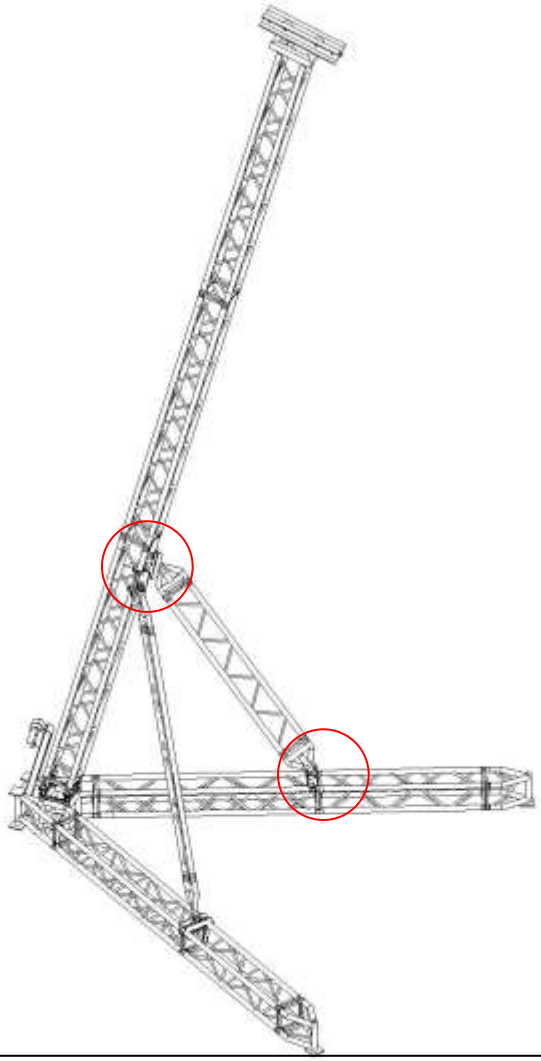
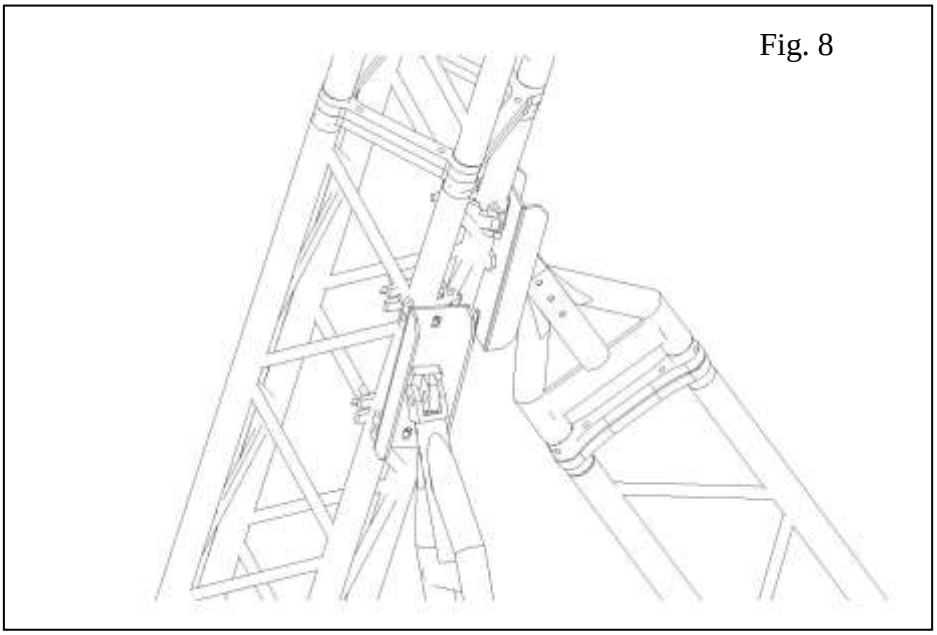
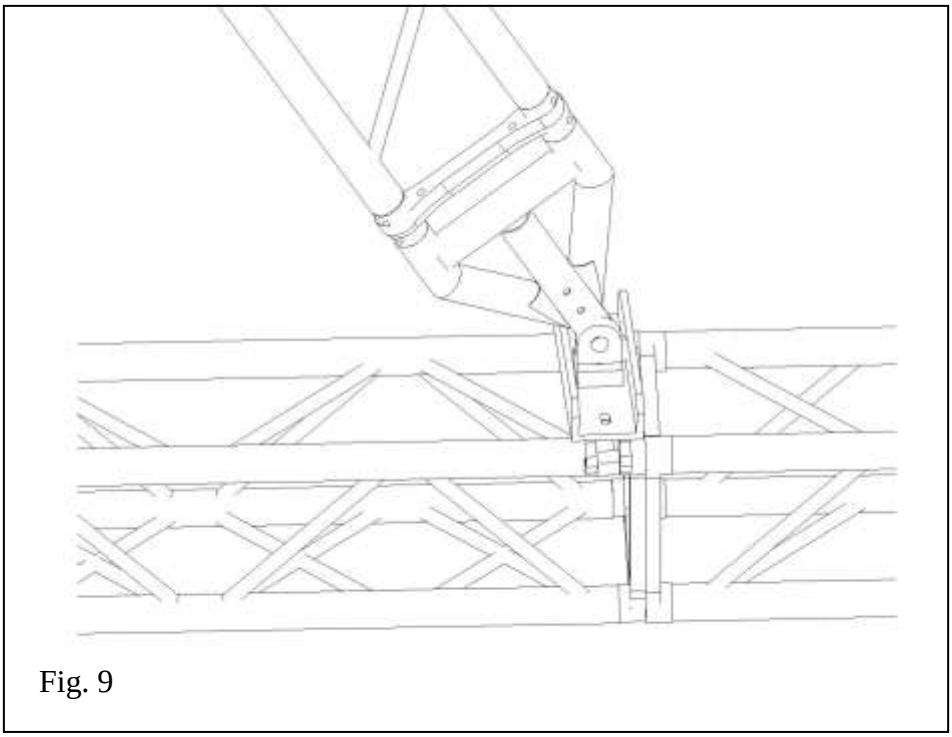

Fig. 7
Fig. 8
Fig. 9
6) Avvenuta la messa in elevazione si procede alla stabilizzazione della trave tramite il posizionamento di n° 2 bracci di rinforzo dotati di agganci laterali così come raffigurati in fig. 7. Di seguito vengono riportati graficamente i particolari di innesto dei bracci . In particolare sono raffigurati in fig .8 l'aggancio del braccio alla trave in elevazione ed in fig. 9 l' aggancio della trave al traliccio della base.